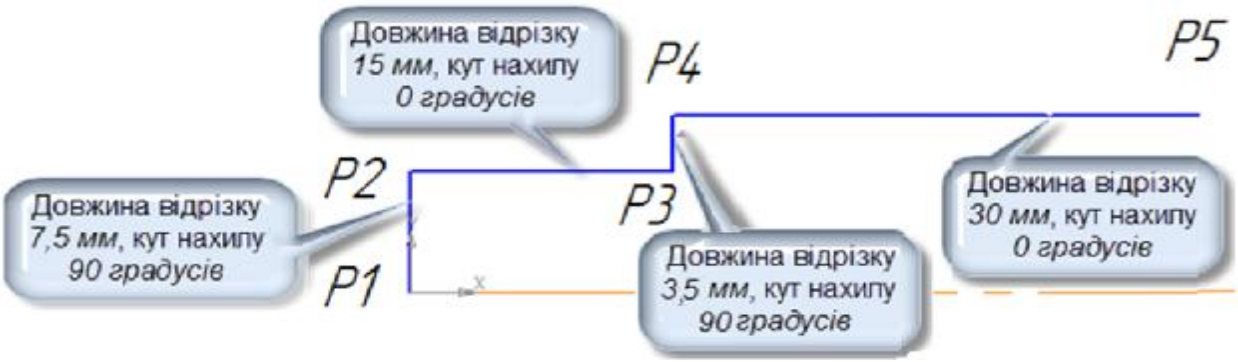

Рисунок 3.3– Введення перших відрізків для побудови валу.
З точки *p1* побудуємо чотири відрізка (рис. 3.3). Для введення неперервної серії відрізків використовується команда *Неперервне введення об'єктів*. При її виконанні початкова точка вводиться лише для самого першого відрізку. Далі за точку
5) Самостійно побудуйте два відрізки, що залишились. Значення довжин і кутів нахилу показані на рис. 3.3.